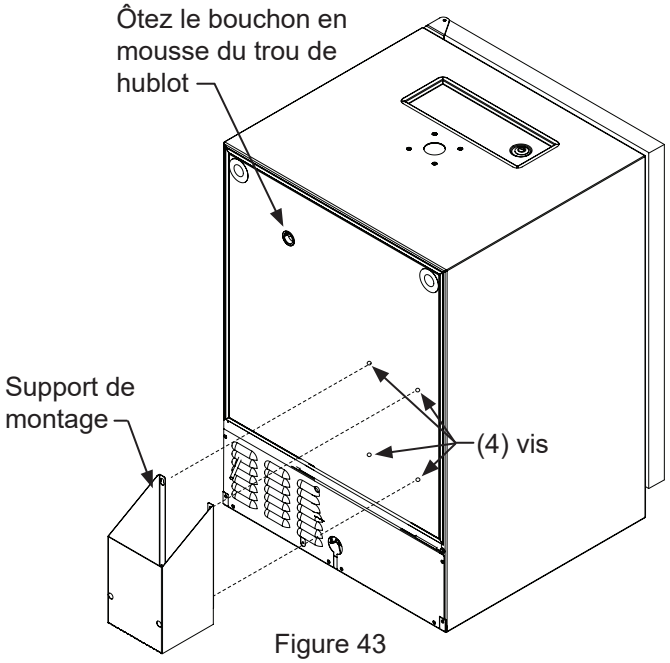

Figure 43
Placez les (4) vis à métaux (N° 10-32 x 3⁄4 po à tête plate) fournies avec le support à l'arrière de l'appareil (Voyez la Figure 43). Ne les serrez pas à fond. Accrochez les trous en fente des brides du support par-dessus ces quatre vis, puis serrez-les bien pour maintenir le support au dos du meuble. Le support peut aussi être fixé sur un meuble adjacent en utilisant les vis à bois N°10 de 3⁄4 po fournies.
Les bouchons d'isolation en mousse fournis dans les hublots sont **CRITIQUES** pour le bon fonctionnement de l'appareil, et empêchent la formation de buée pouvant l'endommager ainsi que son contenu. Masquez toujours le hublot de la conduite de gaz (Figure 43) avec les bouchons d'isolation fournis une fois que toutes les conduites ont été correctement installées.